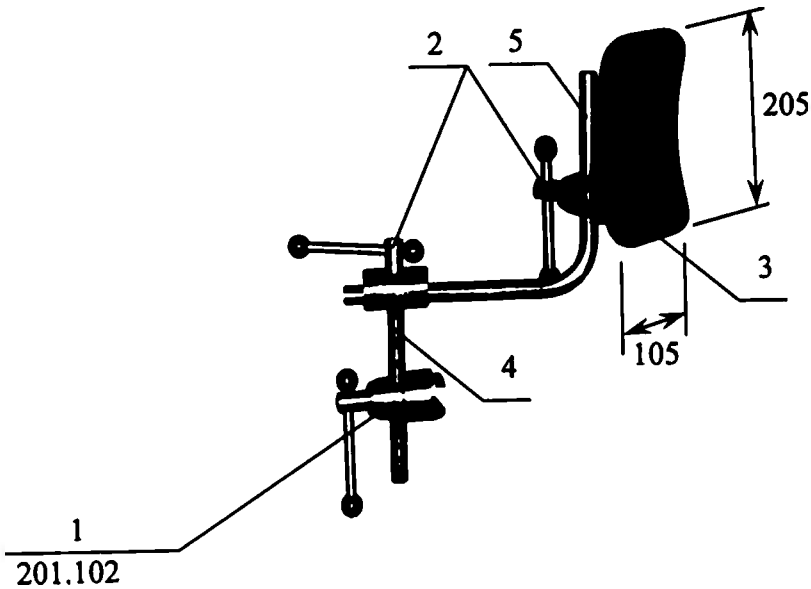

Рисунок 7. Упор боковой.
7. Упор боковой (Рисунок 7). Профилированная подушка 105x205 (мм) из литого пенополиуретана 3 с нержавеющей Z-образной стойкой и крепежными элементами для установки на направляющую рейку стола. Укомплектован зажимом 201.102. Регулируется положение вдоль панели стола, по высоте, глубине и поворачивается вокруг двух вертикальных осей Z-образной стойки.